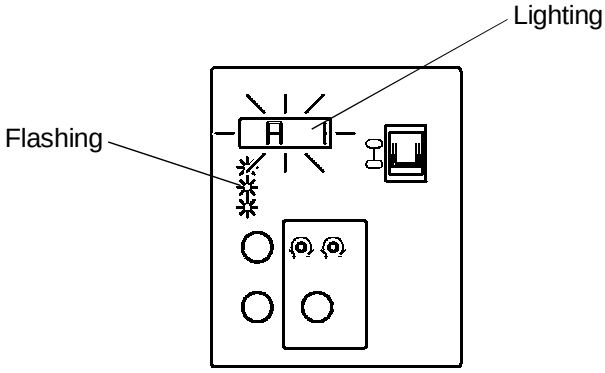

Fig. 32
10) Check that the Display Window is showing ”A1“. “A1” indicates that the unit is in Stage 1 of the Adjust Mode. There are 9 Stages in the Adjust Mode. See Fig. 32.